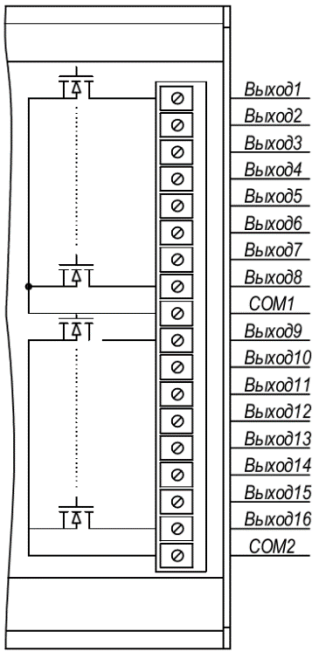

Рисунок 1.3 – Группы выходных ключей модуля
1.4.1.2 Модуль имеет 16 дискретных выходов, объединенных в две изолированные группы по 8 выходов каждая (рисунок 1.3).